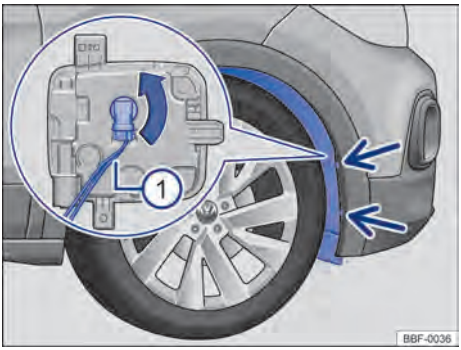

Fig. 188 Na caixa de roda dianteira: acesso à lâmpada incandescente do farol de neblina.
2. Remover os parafusos de fixação do revestimento da caixa de rodas → Fig. 188 (setas) com o auxilio de uma chave de fenda.
5. Retirar o conector de alimentação da lâmpada → Fig. 188 ①, pressionar, ao mesmo tempo, a trava de fixação do conector.
6. Girar o soquete da lâmpada → Fig. 188 (seta), no sentido anti-horário até o batente, e desencaixá-lo do alojamento.
11. Encaixar o conector de alimentação → Fig. 188 ① no soquete da lâmpada. o conector precisa encaixar audivelmente.
13. Recolocar os parafusos de fixação → Fig. 188 (setas) e apertá-los.